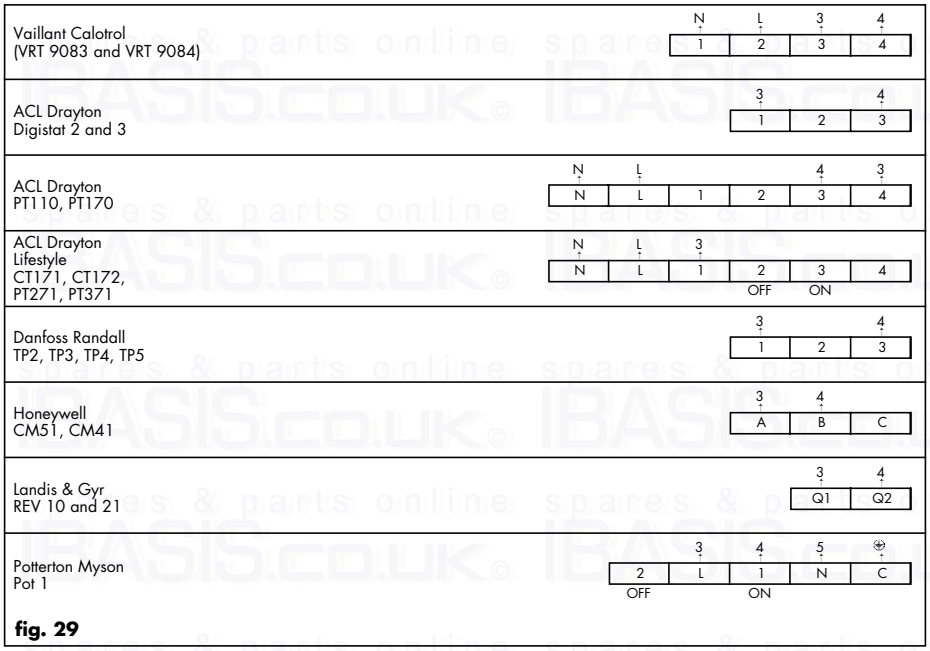

fig. 29
4.8.2.1 Connection details for programmable thermostat and boiler terminal strip (refer to fig. 29).
Fig. 29 shows the connection details where a programmable thermostat (time switch with built-in room thermostat) is used to control the boiler. (Important: The arrowed numbers indicate connection into the relevant terminal in the boiler terminal strip).